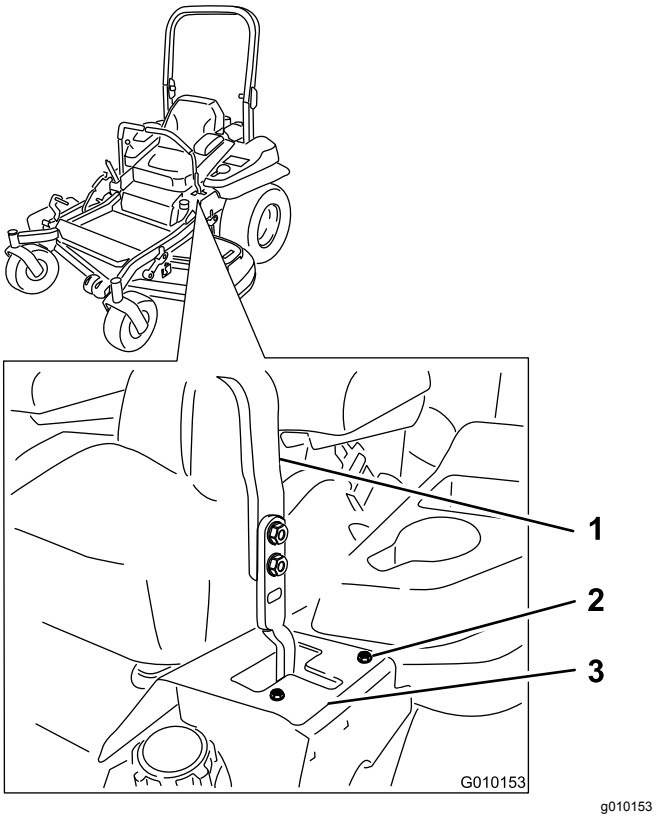

Figuur 76
- Als de machine een afwijking naar rechts heeft, draai dan de bouten los en breng de linker aanslagplaat naar achteren op de linker T-sleuf tot de machine recht rijdt (Figuur 76).
- Als de machine een afwijking naar links heeft, draai dan de bouten los en breng de rechter aanslagplaat naar achteren op de rechter T-sleuf tot de machine recht rijdt (Figuur 76).
6. Zet de aanslagplaat vast (Figuur 76).